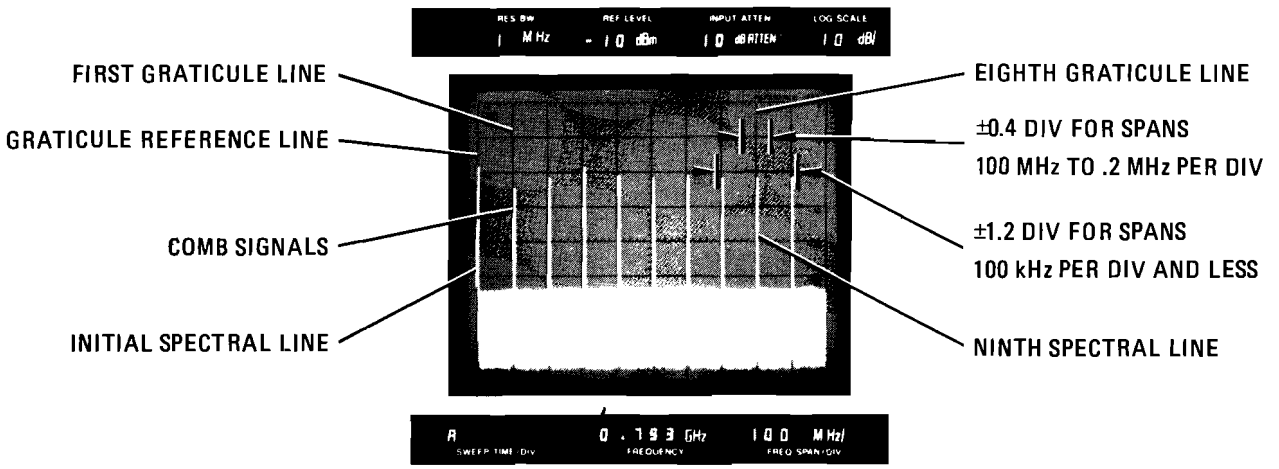

Figure 4-4. Span Width Accuracy Measurement, 100 MHz per Division and Less
m. Adjust spectrum analyzer TUNING control to position one spectral line (from comb generator) at graticule reference line (first graticule line at far left) of display. Measure error between ninth spectral line and eighth graticule line. Error should not exceed ± 0.4 division. (See Figure 4-4.)